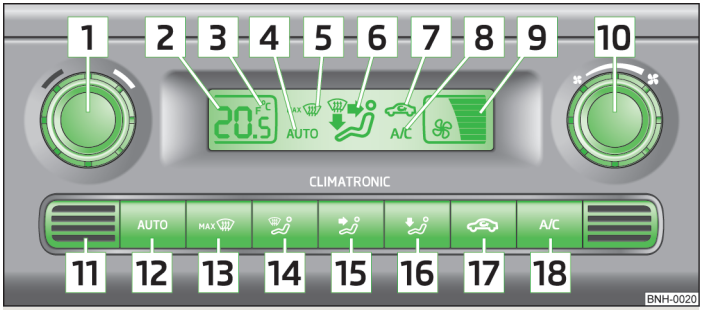

Fig. 61 **Climatronic: Control elements**
- AC 18 » Fig. 61 » page 64 switched on.
- Press the button AUTO 12 » Fig. 61 » page 64.
Press and hold the buttons AUTO and AC » Fig. 61 » page 64 at the same time. The information in the desired temperature measuring unit appears in the display.
The interior temperature sensor 11 » Fig. 61 » page 64 is located in the bottom part of the device. Do not stick anything on or cover the sensor, otherwise it could have an unfavourable effect on the Climatronic.
› Press the button AUTO 12 » Fig. 61; **AUTO** is shown in the display.
› The required interior temperature can be set with the control dial 1 » Fig. 61 » page 64 after switching on the ignition.
› Press the button 17 » Fig. 61 » page 64, the symbol appears in the display.
› Press the button 17 » Fig. 61 » page 64 again and the symbol disappears from the display.
› Turn the control dial 10 » Fig. 61 » page 64 to the left (reduce blower speed) or right (increase blower speed).
› Press the button MAX 13 » Fig. 61 » page 64.
› Press the button MAX 13 » Fig. 61 » page 64 again or press AUTO.